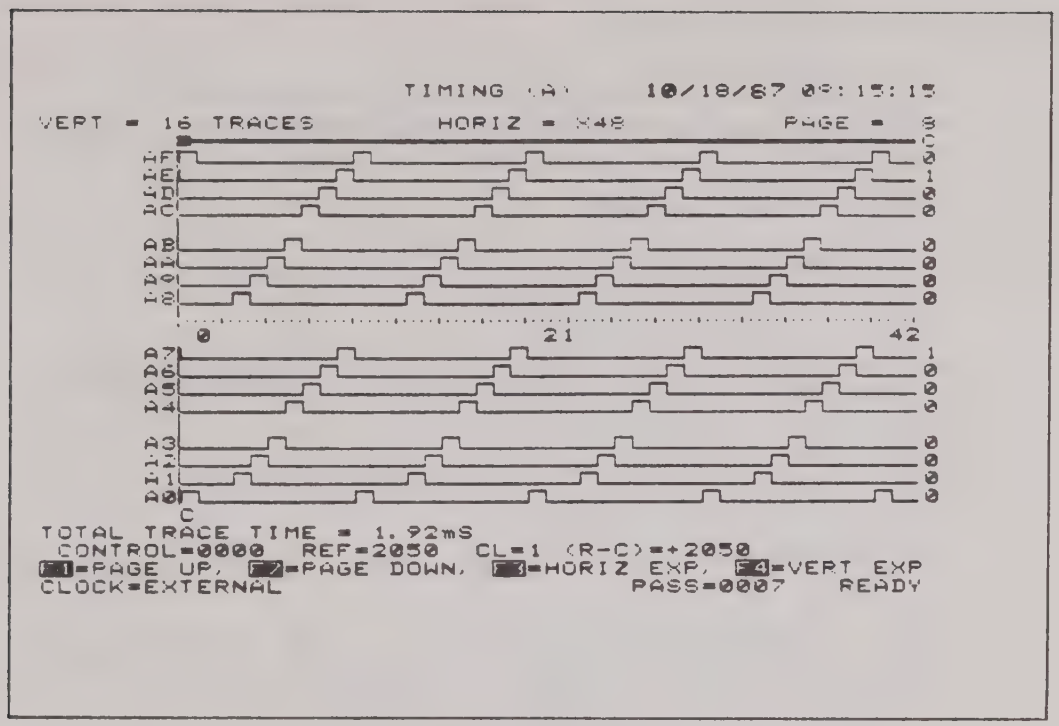

Figure 3-1. Typical Probe Test Recording Using An External Clock
4. Plug the high order bit probe tip of SECTION A INPUT cable into the upper PROBE TEST socket. Ensure the label faces upward. See Figure 3-1 for A J external clock.